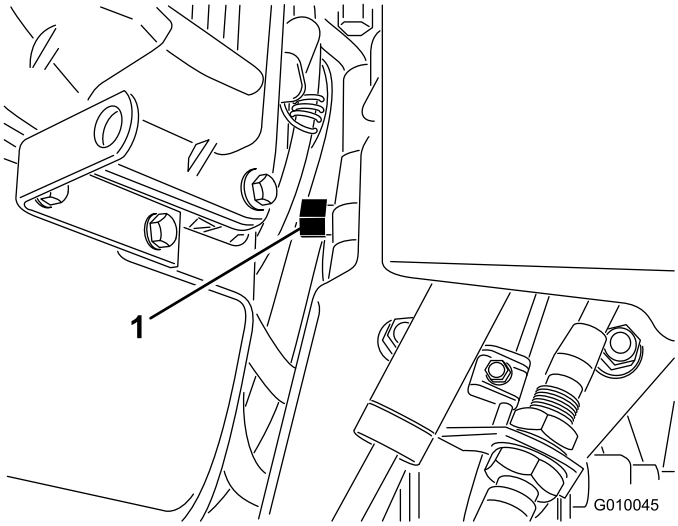

**Figur 31**
2. Finn omløpsventilen mellom motoren og hydrostatisk pumpe (Figur 31).
3. Bruk en 5/8-tommers skrunøkkel og rotere omløpsventilen mot klokken én omdreining. Dette tillater at hydraulikkvæsken passerer gjennom pumpen, og at hjulene ruller (Figur 31).
5. Drei omløpsventilen én gang med klokken for å bruke maskinen igjen (Figur 31).